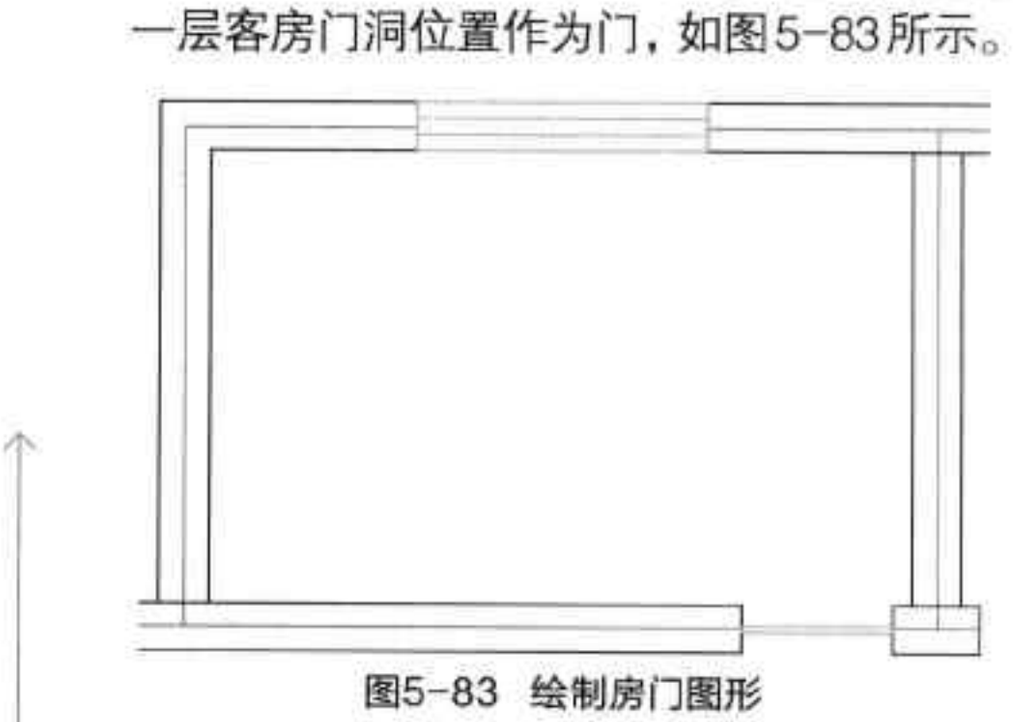

图5-83 绘制房门图形
Step16 执行“矩形”命令，绘制一个长 780mm、宽 40mm 的长方形，放置在别墅一层客房门洞位置作为门，如图5-83所示。